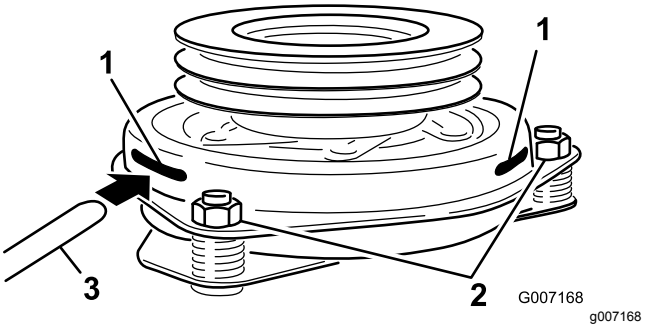

Figur 56
2. Bolte (2) og møtrikker til koblingsarmen
9. Før en søger på 0,381 til 0,533 mm gennem en inspektionsåbning i enhedens side. Sørg for, at den er placeret mellem armaturet og rotorens friktionsoverflader (Figur 56).
10. Tilspænd låsemøtrikkerne, indtil søgeren binder let, men stadig let kan flyttes inden for gnistgabet (Figur 56).